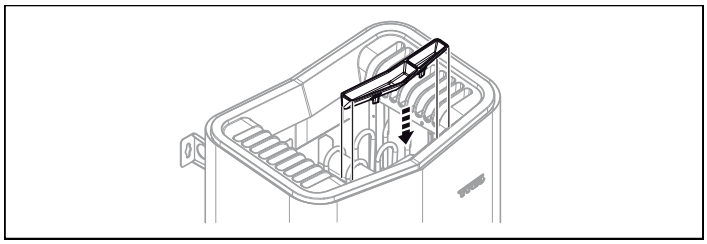

Abbildung 14: Montage des Duftkonzentratbehälters/Luftbefeuchters
8. Montieren Sie das Kräuterbecken / den Luftbefeuchter (siehe Abb. 14).